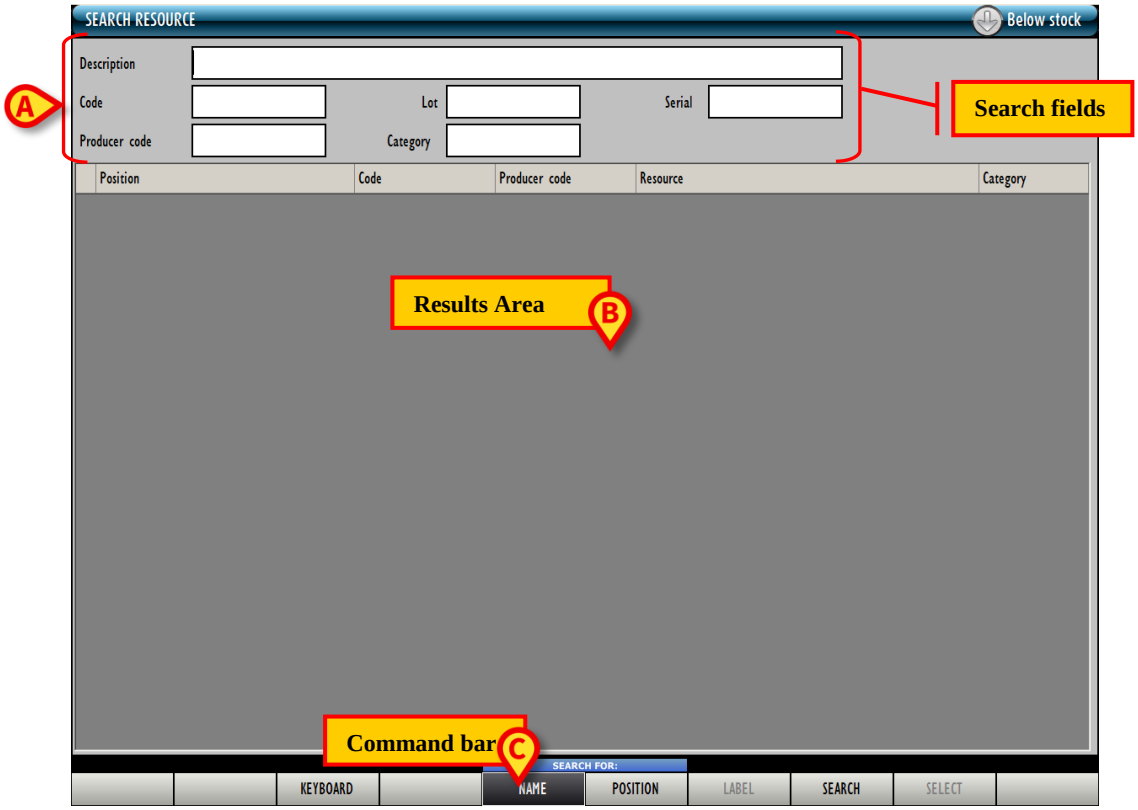

Fig 303 - Search resource
The following screen opens (Fig 303)
*The screen shown in Fig 303 is displayed every time the **Search** button is clicked on most of the “Stock Management” system screen.*
On top of the screen, in the area indicated in Fig 303 **A** there are the search fields.
The area indicated in Fig 303 **B** contains the search results.
The command bar is indicated in Fig 303 **C**.
The central part of the screen, indicated in Fig 303 **B** and shown in Fig 305 contains the results list.